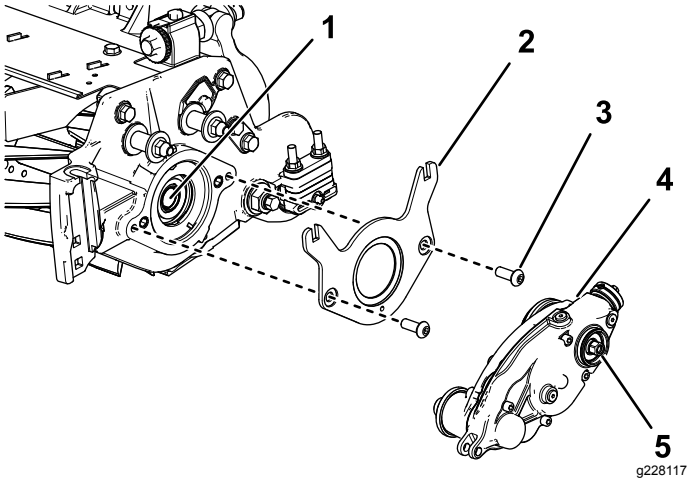

Figur 8
2. Fastgør vægtbeslaget på knivcylinderen med 2 rundhovedede bolte med unbrakokærv (⅜" x ¾") som vist i Figur 8.
3. Påfør gevindlåsemasse af middel styrke (f.eks. Blue Loctite® 243) på den indvendige knivcylinderaksels gevind (Figur 8).
4. Monter trimmerdrevboksen på knivcylinderakslen (Figur 8) vha. sekskantbolten på trimmerdrevboksen.